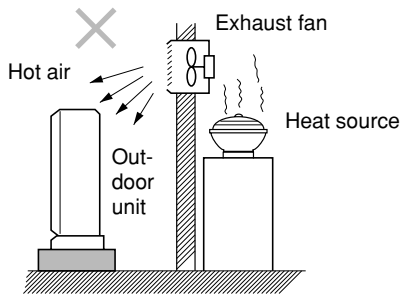

**Fig. 2-4**
- heat sources, exhaust fans, etc. (Fig. 2-4)